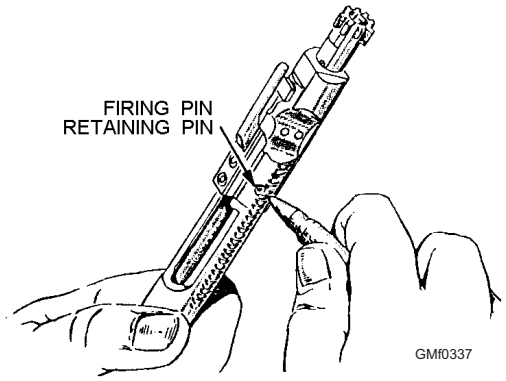

**Figure 3-37.—Pressing out the firing pin retaining pin.**
5. To disassemble the bolt carrier group, press out the firing pin retaining pin by using a driftpin (fig. 3-37). Elevate the front of the bolt carrier and allow the